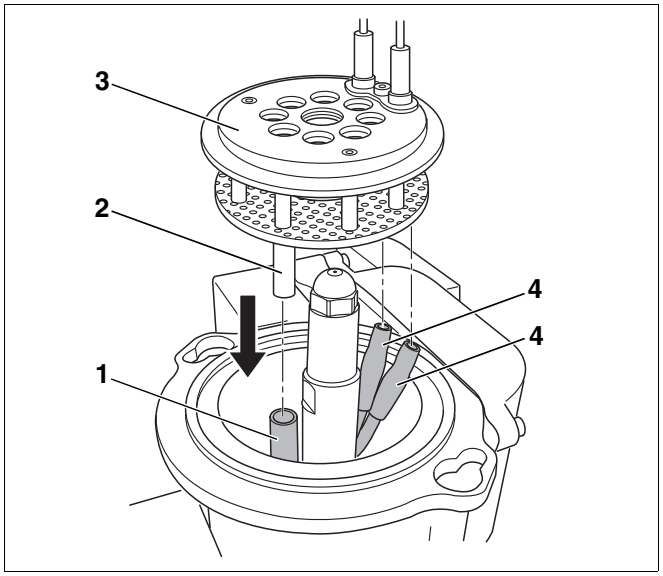

*Рис. 30 Установка смесительной системы*
- Снова установить смесительную систему (Рис. 30, **поз. 3**).
- Подсоединить провода к запальным электродам (Рис. 30, **поз. 4**).
- Установить вставную трубу (Рис. 30, **поз. 2**) в опорную (Рис. 30, **поз. 1**).